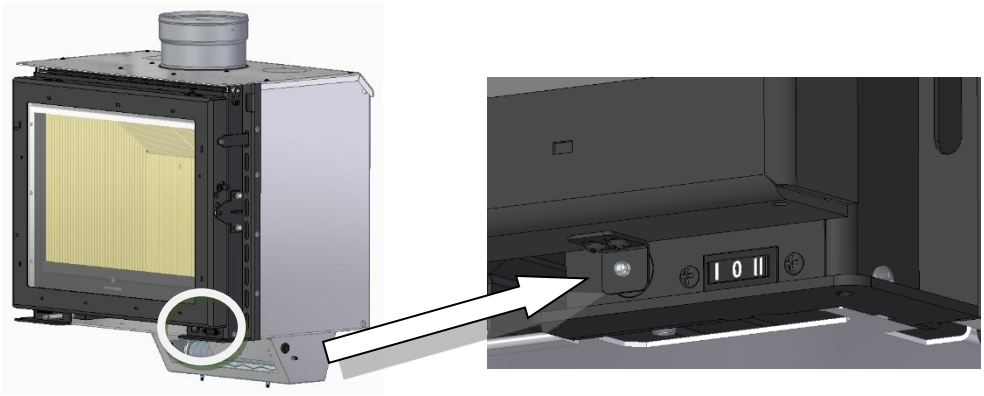

Figura 54 – Ajuste da patilha da porta, acionamento micro-switch
d. Depois de colocar os componentes no equipamento, deverá ajustar a patilha que está por baixo da porta, de modo que a porta depois de fechada a patilha acione o micro-switch, ver Figura 54.